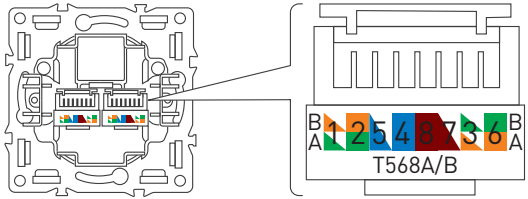

Рис. 1.
3.9. Для подключения розетки к сети Ethernet используйте схему подключения (рис. 1).